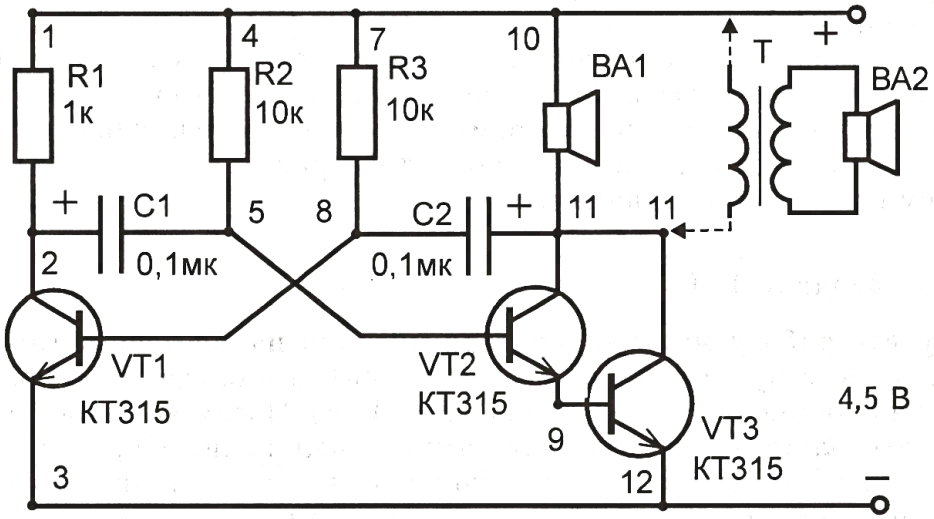

Рис. 18-6-2
1. Соберите мультивибратор по рис. 18-6-2, где во второе плечо включена громкоговорящая динамическая головка. Вместо нее можно использовать абонентский громкоговоритель, применяемый в квартирных радиоточках. Он включается во второе плечо через имеющийся внутри него согласующий трансформатор.